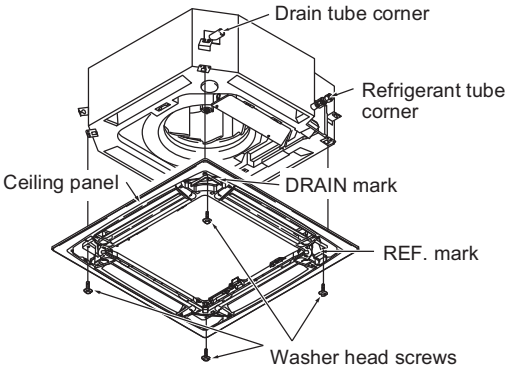

Fig. 1-23
3) Tighten the supplied washer head screws at the 4 panel installation locations so that the panel is attached tightly to the unit. (Fig. 1-23)